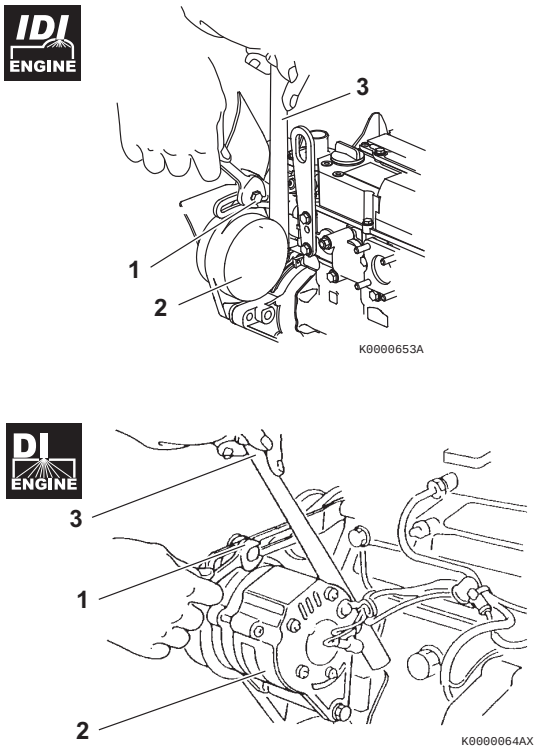

Figure 5
2. If necessary, adjust the V-belt tension. Loosen the adjusting bolt **(Figure 5, (1))** and related bolts and/or nuts, then move the alternator **(Figure 5, (2))** with a pry bar **(Figure 5, (3))** to tighten the V-belt to the desired tension. Then tighten the adjusting bolts and/or nuts.